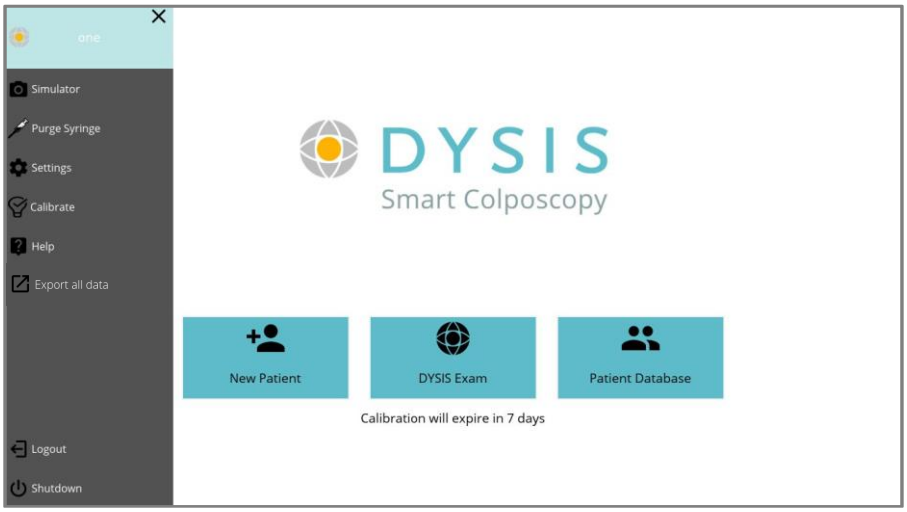
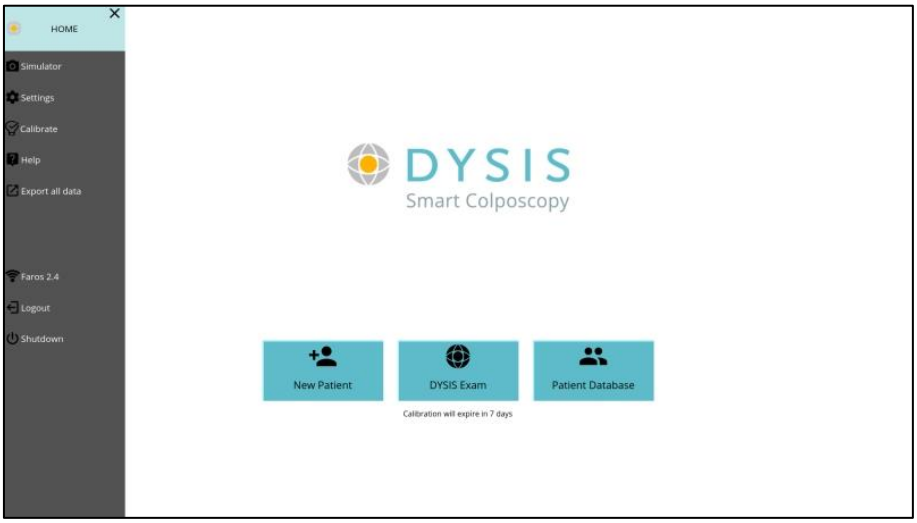

Abb. 20: Menü mit den zusätzliche Optionen für das digitale Kolposkop DYSIS Ultra 2.0
Abb. 21: Menü mit den zusätzliche Optionen für das digitale Kolposkop DYSIS View
**Zusätzliche Optionen:** Drücken Sie in der linken oberen Ecke (Abb. 19) auf die Schaltfläche MENÜ , um zusätzliche Optionen anzuzeigen. Es wird ein seitlicher Bereich geöffnet, über den der Benutzer auf die EINSTELLUNGEN zugreifen und die Zugänglichkeit des Geräts einstellen oder ändern kann. Zudem sind Optionen für das ABLASSEN des DYSIS-Essigsäure-Spenders; zum Kalibrieren (nur USA, siehe im Folgenden Abschnitt 16.5); zum ABMELDEN und zum HERUNTERFAHREN. (Abb. 20 für Ultra 2.0 und Abb. 21 für DYSIS View)